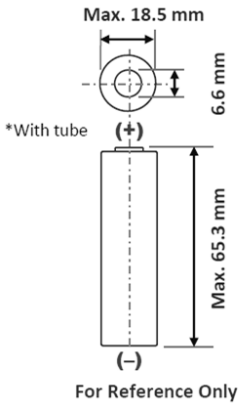

Figure 4 : caractéristiques cellules Panasonic
- Un seul pack batterie à base de cellules Li-Ion détaillées en Figure 4 :